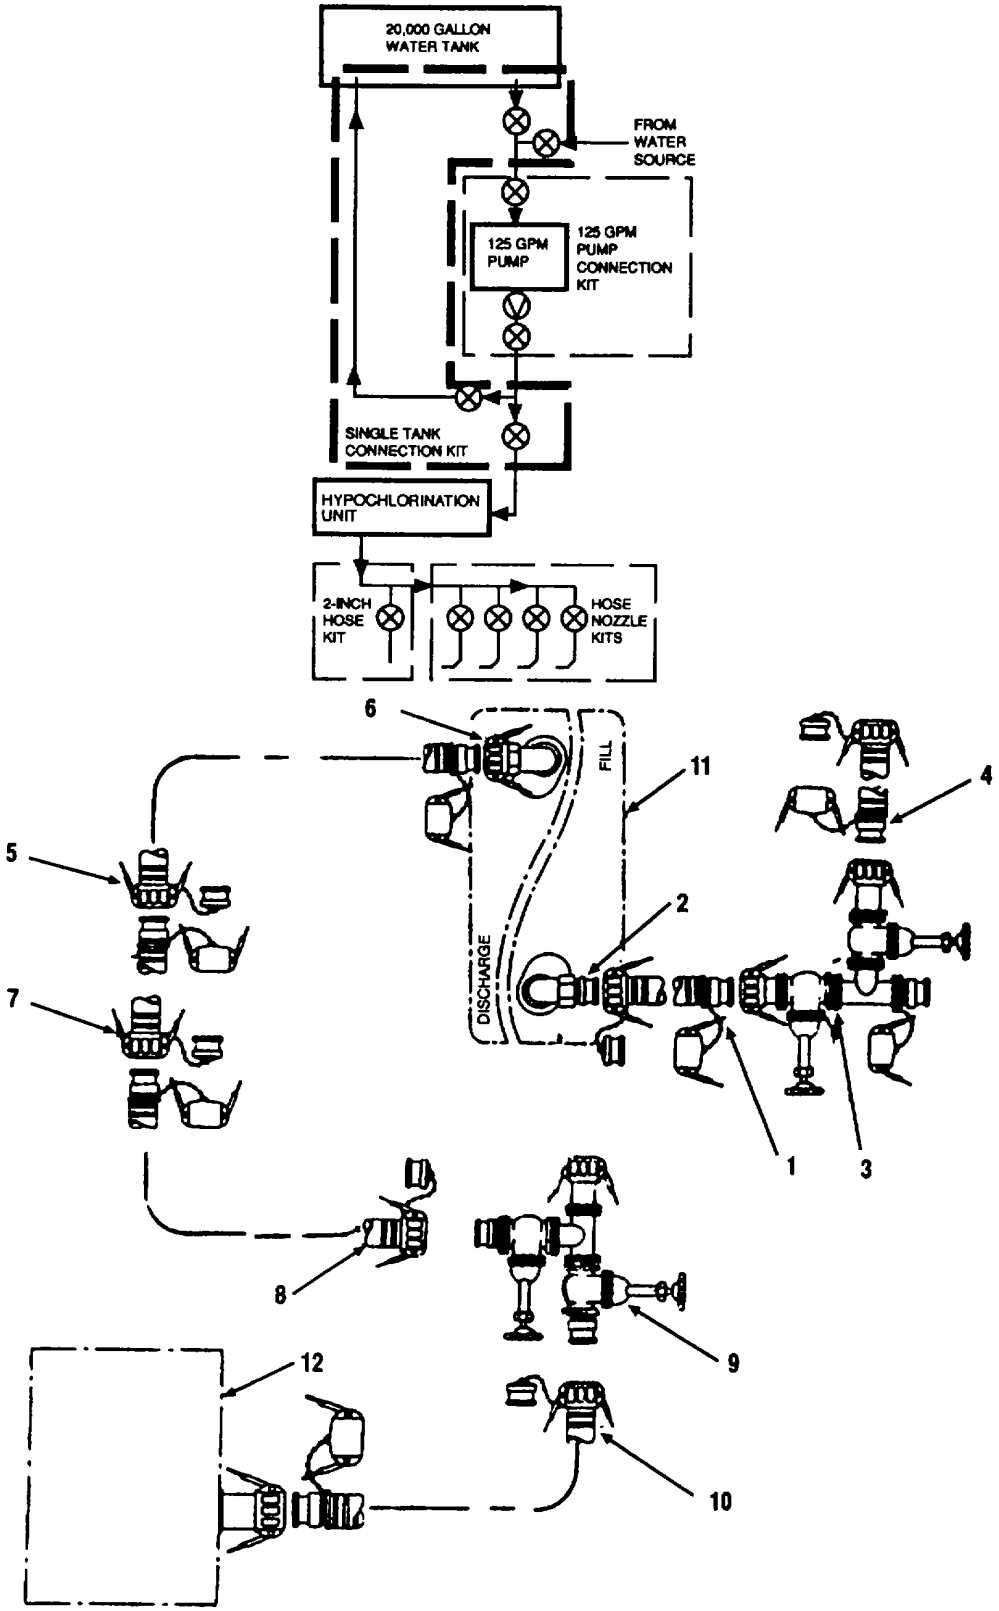

Figure 2-14. Single Tank Connection Kit Disassembly
(12) Drain and allow components to dry.
(13) Install caps and plugs on component couplings (para. 2.7c).
(14) Roll up all discharge hoses and secure with tape.
(15) Prepare 125 gpm pump (6) for movement. Refer to the applicable TM.
e. Disassemble Single Tank Connection Kit. Refer to Figure 2-14.